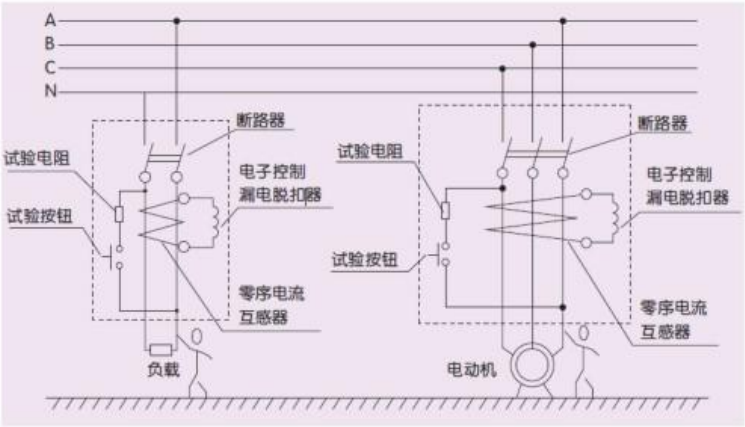

图2　工作原理图
2、当被保护电路中有漏电或人身触电时，只要漏电电流达到整定漏电动作电流值，零序电流互感器二次绕组的输出信号就会触发可控硅导通，漏电脱扣器通电吸合，使漏电断路器脱扣分闸，从而切断电源起到漏电和触电保护作用。工作原理图(见图2)。